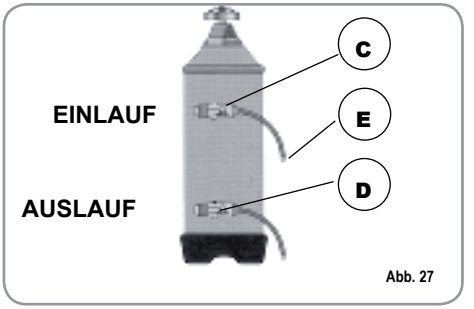

Abb. 27
1) Maschine ausschalten und einen Behälter mit einem Fassungsvermögen von mindestens 5 Litern unter das Rohr E stellen (Abb. 27).